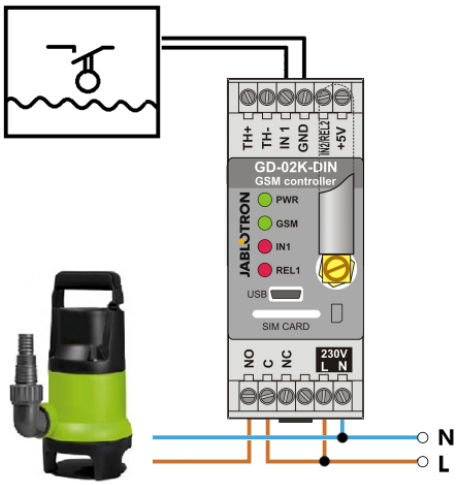

Abbildung 3: Überwachung des maximalen Wasserstandes in einem Tank, einschließlich automatischer Wasserableitung mit einer Wasserpumpe.
- Dieses Diagramm zeigt die Verbindung eines Wasserstandsensors mit den Eingängen IN1 und GND. Der Stromausgang REL1 schaltet zur Versorgung der Wasserpumpe auf 230 V (siehe Abbildung 3).